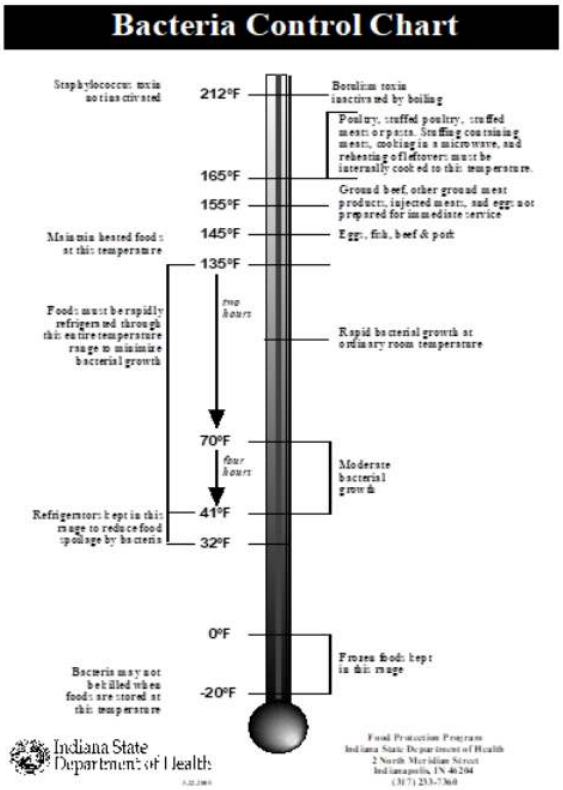

Figure 11.1.1: Source - Indian State Dept. of Health
6. Refer back to Figure 11.1.1, the graph of a mesophilic bacterium. Utilize the graph paper to draw the curves of each temperature category. Compare your results to the graph and label your organisms to the category they most closely match.